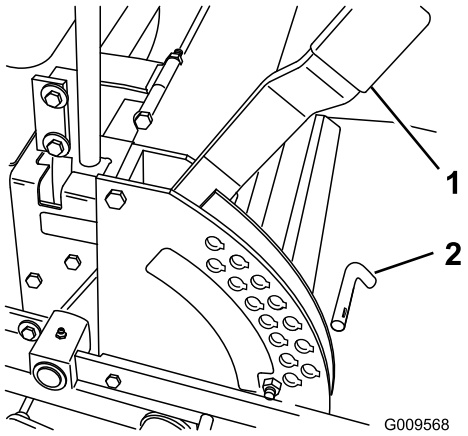

Rysunek 19
1. Podnieś dźwignię wysokości koszenia do położenia TRANSPORTOWEGO (czyli położenia odpowiadającego wysokości cięcia 127 mm) (Rysunek 19).
2. Aby wyregulować, wyjmij sworzeń ze wspornika wysokości cięcia (Rysunek 19).
3. We wsporniku wysokości cięcia wybierz otwór odpowiadający żądanej wysokości koszenia i włóż do niego sworzeń (Rysunek 19).